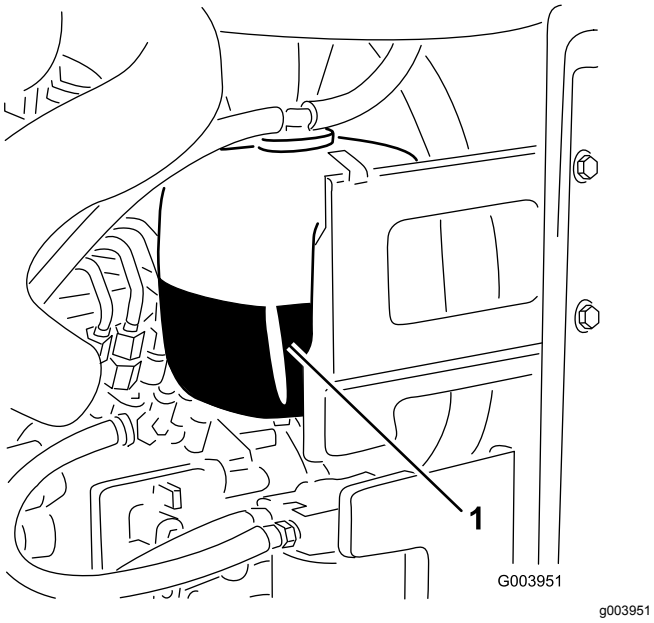

Figure 31
1. Vérifiez le niveau du liquide de refroidissement dans le vase d'expansion (Figure 31).